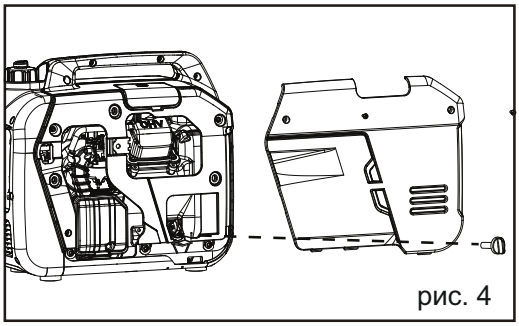

рис. 4
2. Відкрутіть ручку кришки доступу до оливи та зніміть кришку з бічної панелі. Відкрутіть оливний щуп (рис. 4).